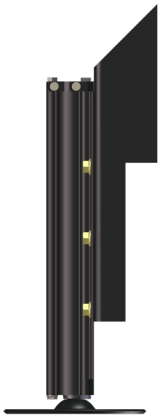

Fig.7
7. Mark the needed modifications on the jack brackets **(Fig.7)**.